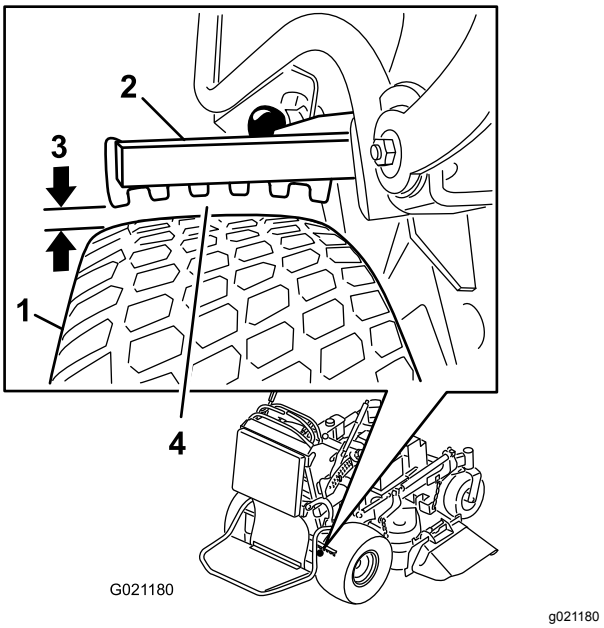

Figur 61
6. Tag udgangspunkt i den side med mindst afstand, og sørg for, at afstanden er mellem 3 og 6 mm som vist i Figur 61. Se Justering af bremserne (side 45), hvis afstanden er forkert.
5. Juster gaflen (Figur 61).